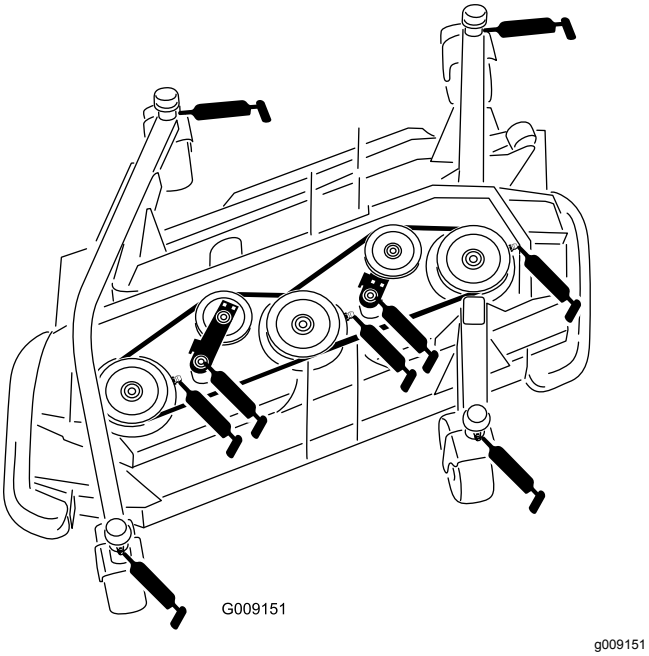

Figur 74
- 4 bussningar för hjulgaffelaxeln (Figur 74)
- 3 lager för spindelaxeln (på spindelhuset) enligt Figur 74
- 2 vridfästesbussningar för mellandrevsarmen (på mellandrevets svängtappsaxel) enligt Figur 74